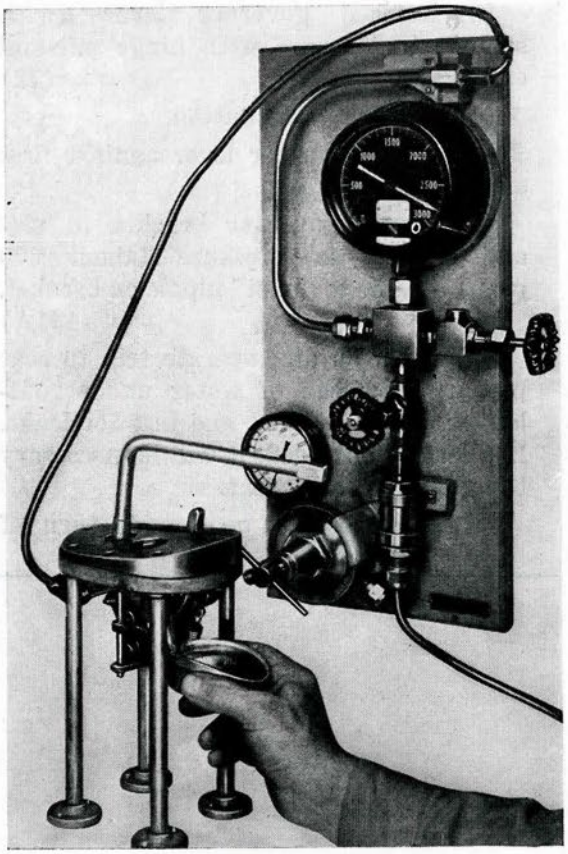

Figure 223
4. Put two drops of oil (C) in inlet nipple of starting gear, using syringe; connect high-pressure air line (2800 p.s.i.) to inlet nipple; make certain that starting piston is seated; turn on high-pressure air and test starting piston for leaks by holding a can of water under the outlet nipple of starting gear (Fig. 223). (141A, 227-227A)